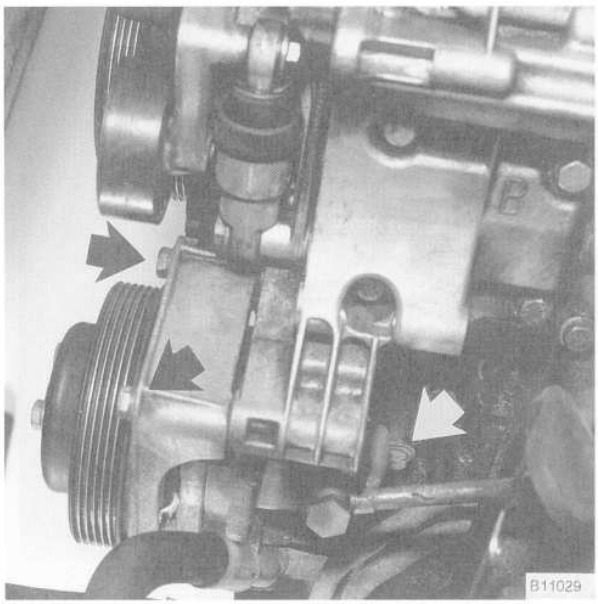

Fig. 23. Power steering pump mounting bolts (**arrows**).
26. Remove the power steering pump from its mounting bracket. See Fig. 23. Use stiff wire to hang the pump from the body.